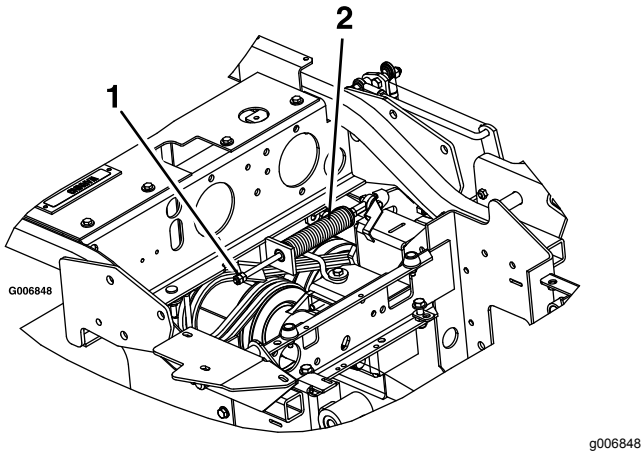

Figura 65
3. Localize a mola do travão e enrosque as duas porcas de retenção para o fundo da barra da mola do travão (Figura 65).